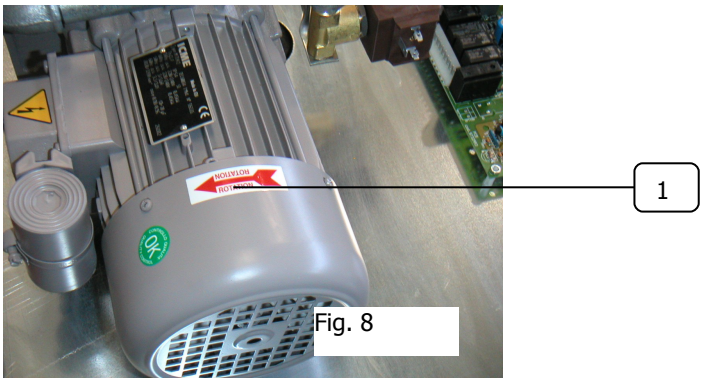

Fig. 8
b) Su tutte le confezionatrici serie LAPACK con alimentazione trifase fare attenzione al senso di rotazione del motore, peraltro indicato da un adesivo presente sul motore stesso (1, fig. 8). Se questo ruotasse in senso contrario (lo si nota in quanto si avverte un forte rumore metallico e la campana non rimane chiusa) invertire due dei tre cavetti di alimentazione nella spina (esclusa messa a terra giallo-verde).